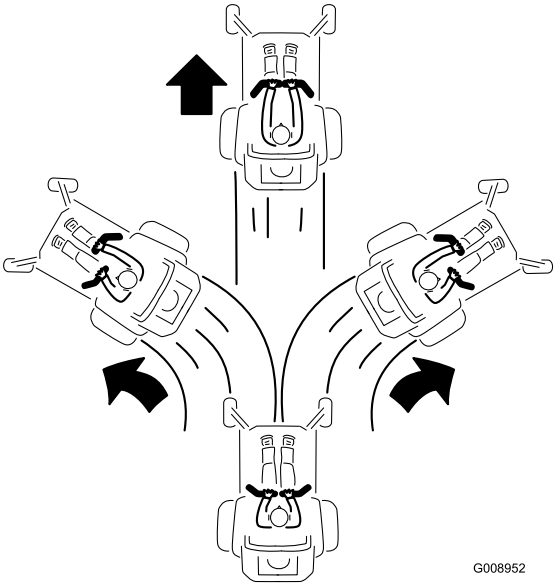

Figur 24
2. Skyv bevegelsekontrollspakene forsiktig forover for å gå fremover (Figur 24).